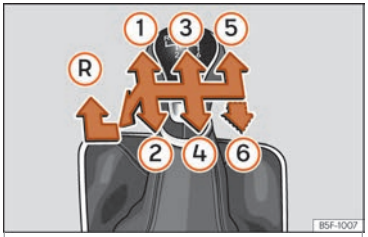

Fig. 139 Esquema de uma caixa de velocidades manual de 5 ou de 6 velocidades.
Na alavanca das mudanças indicam-se as posições das velocidades ››› Fig. 139.
- Com a alavanca das mudanças em ponto morto, pressione-a para baixo, mova-a para a esquerda até ao fim e depois para a frente para selecionar a marcha-atrás ››› Fig. 139 Ⓡ.